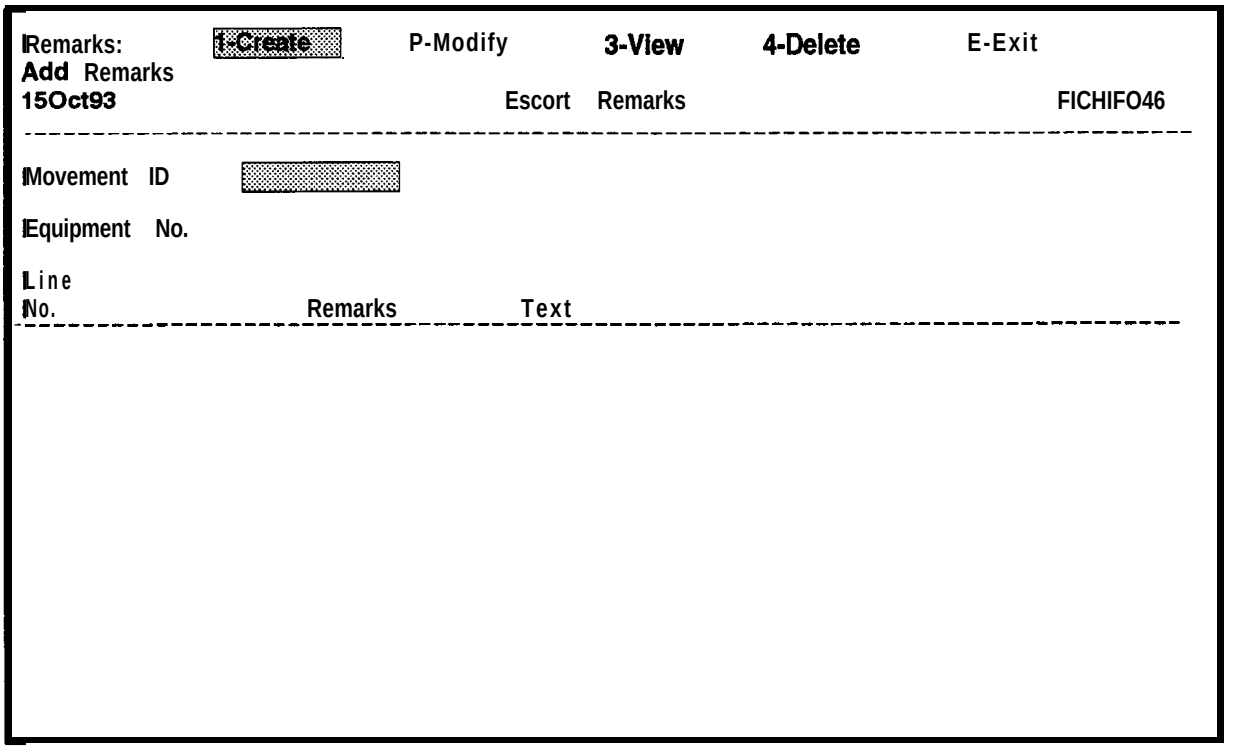

Figure 7-21. Escort Remarks Screen
a. Select **Escorts.** The Escort Remarks screen, as shown in Figure 7-21, will be displayed, with the Remarks: ring menu shown at the top.